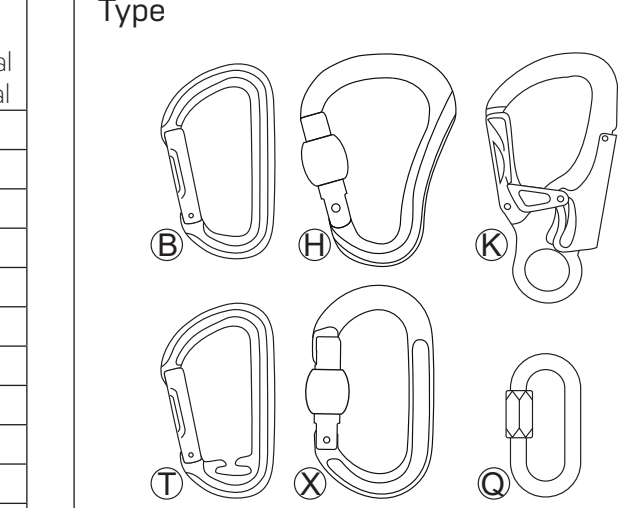
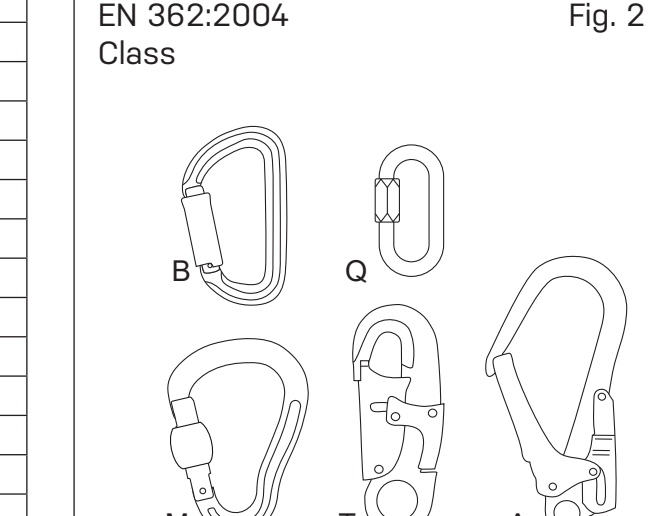

Fig. 1
Fig. 2
Types of connectors for mountaineering (EN 12275), fig. 1:
Types of connectors for personal protection (EN 362), fig. 2:
1) OCÚN = Manufacturer logo, 2) Model, 3) CE is the conformity mark that means the product complies with the applicable EU legislation, 4) After the CE mark ____ is the number of the notified quality inspector or person supervising quality control of the production process, 5) Carefully read and understand the instructions for use, 6) Minimum strength in kN guaranteed by the manufacturer (along longitudinal axis, transverse axis, longitudinal axis - gate open), 7) UIAA - Safety Label certificate, 8) Applicable EU standards EN 12275, possibly EN 362:2004/_ (:2004 designates year the standard was issued, slash is followed by class letter), 9) Serial number: YYBBBXXX (YY = year of manufacture, BBB = Batch number, XXX = Individual number), 10) Circled letter B, H, K, T, X or Q indicates the type of carabiner according to EN 12275 (fig.1), 11) UKCA is the conformity mark that means the product complies with the applicable UK legislation, 12) After the UKCA mark is the number of the Approved body performing the UKCA type examination and production control of this product.
1) Model, 2) Number of the notified quality inspector or person supervising quality control of the production process, 3) Type of carabiner according to EN 12275 (fig.1), 4) Class of connector according to EN 362:2004 (fig.2), 5) A [mm] - Max. dimensions of open gate, 6) Basic material (AL / ST)
Arten von Karabiner fürs Bergsteigen (EN 12275), Abb. 1:
Typen von Verbindungselementen zur Personensicherung (EN 362), Abb. 2: